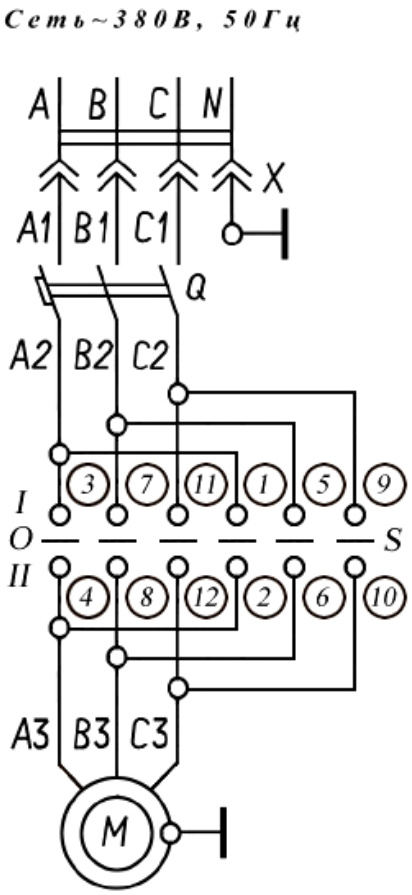

Рисунок 2. Схема электрическая принципиальная
1.3.3 Описание электрической схемы (рисунок 2)